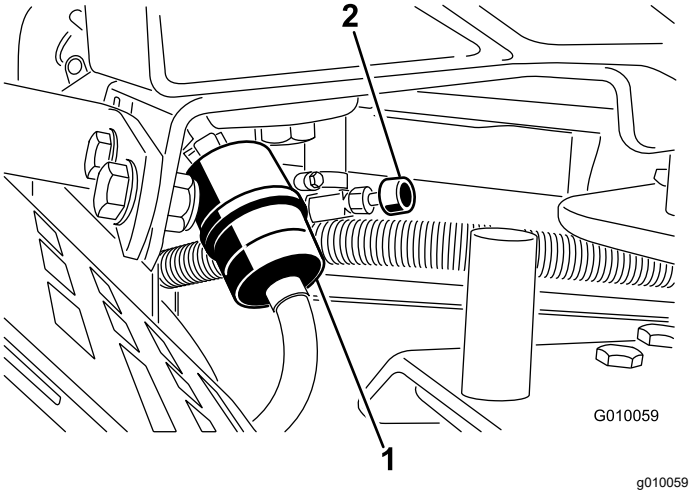

**Figure 49**
2. Close the fuel-shutoff valve (Figure 49).
3. Squeeze the ends of the hose clamps together and slide them away from the filter (Figure 49).
5. Install a new filter and move the hose clamps close to the filter (Figure 49).
7. Open the fuel-shutoff valve (Figure 49).
3. Loosen the hose clamp at the fuel filter and slide it up the fuel line away from the fuel filter (Figure 49).
4. Pull the fuel line off the fuel filter (Figure 49). Open the fuel-shutoff valve and allow fuel to drain into a fuel can or drain pan.
5. Install the fuel line onto the fuel filter. Slide the hose clamp close to the fuel filter to secure the fuel line (Figure 49).